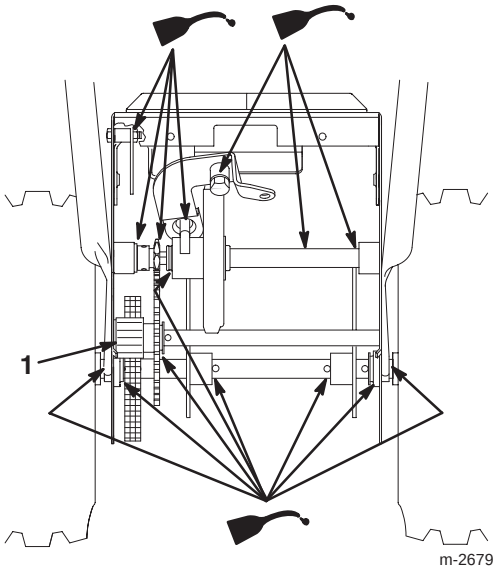

Figur 37
6. Smør forsiktig snøfreseren med tynn olje, som vist i figur 37 og 38.